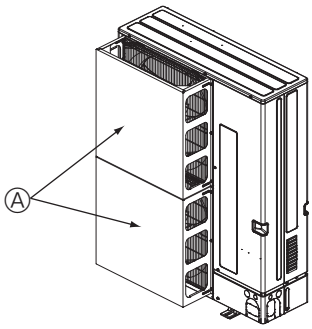

Fig. 2-3
② Installez un dispositif de protection contre le vent si l'appareil est installé à un endroit où des vents violents, en cas de typhon par exemple, risquent de directement dans la sortie d'air. (Fig. 2-3)